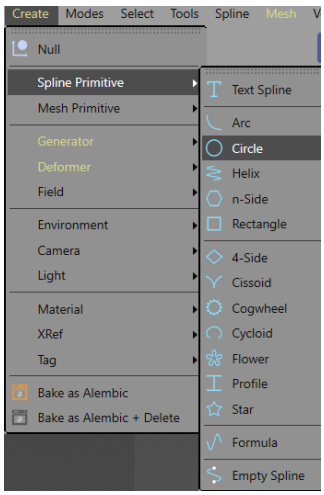

Figure 2-21 *Choosing* ***Circle*** *from the main menu*
7. Press F2; the Top viewport is maximized. Next, choose **Create > Spline Primitive** from the main menu; a cascading menu is displayed. Choose **Circle** from it, as shown in Figure 2-21; a circle is created in the Top viewport and *Circle* is added to the Object Manager.